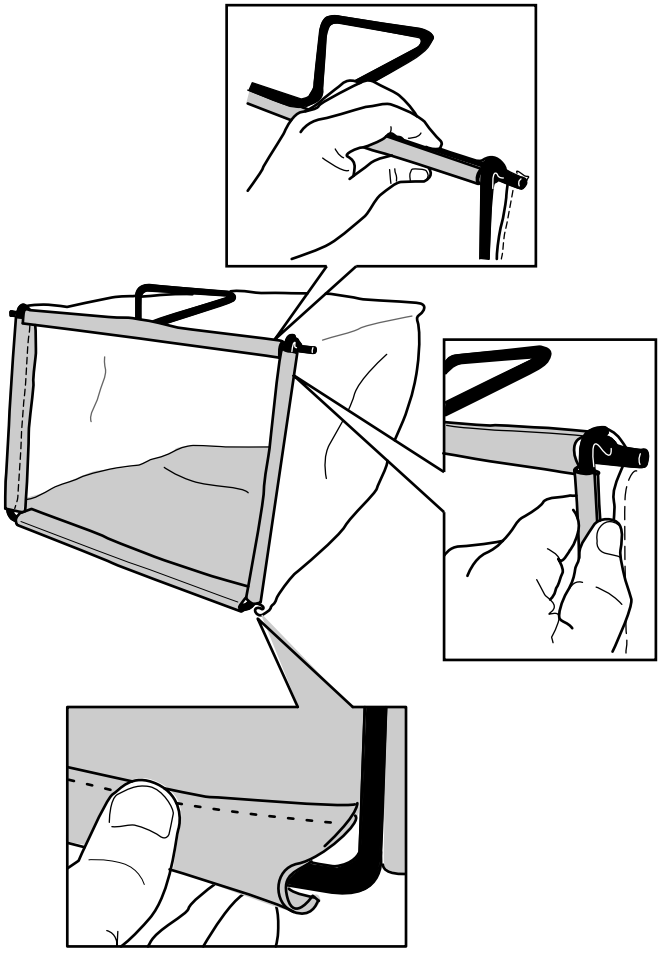

Figure 10
2. Accrochez la glissière inférieure du bac au bas de l'armature (Figure 10).
3. Accrochez la glissière supérieure et les glissières latérales du bac au sommet et sur les côtés de l'armature respectivement (Figure 10).